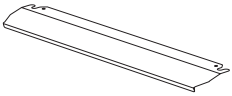

Figura 29
1. Um painel de segurança é projetado para proteger o painel de controlo e os botões quando o forno estiver no modo de grelhador. (figura 29)